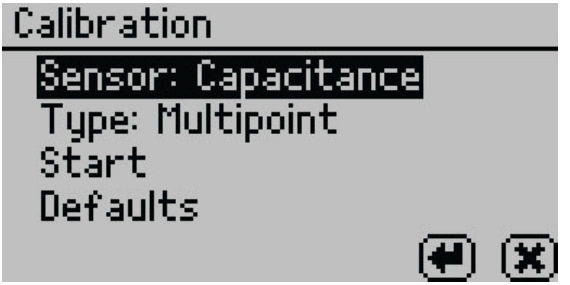

Figure 54 Capacitance sensor calibration screen
2. Select `Calibration` from the Configuration tab (Figure 54).